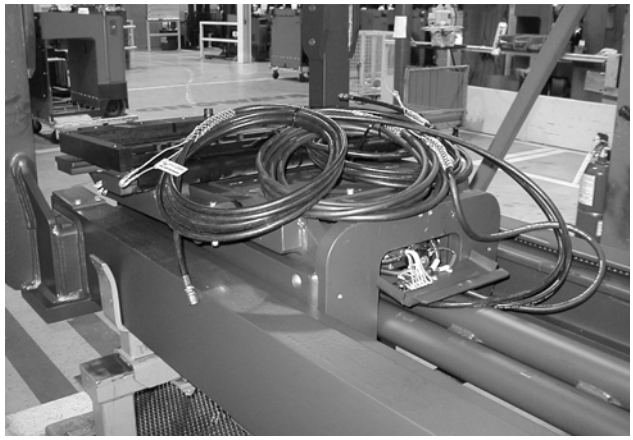

Figure 7-251: Mast Disassembly, securing hoses/cable
5. Disconnect the over mast cable and hoses and plug the hoses. Tie the hoses and cable to the load backrest on the carriage. Disconnect the lift hose and plug. See Figure 7-251.